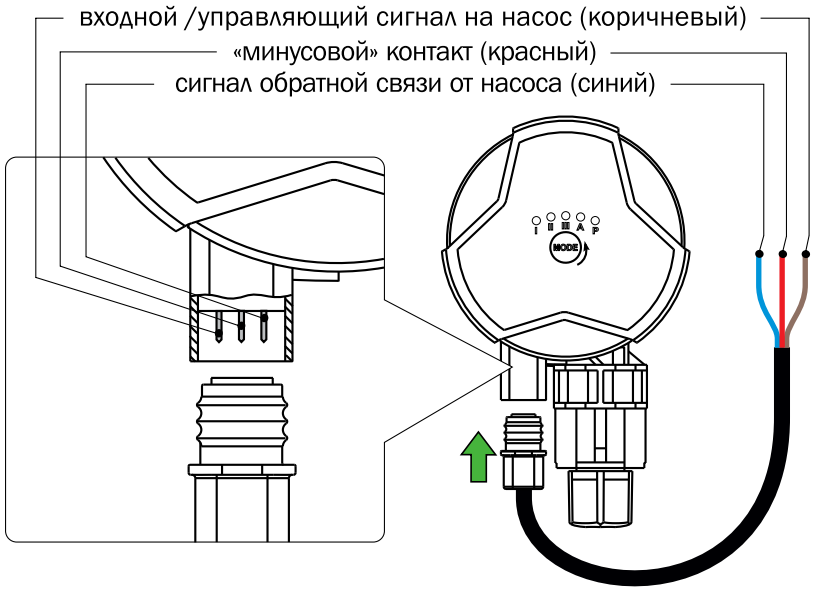

Рис.8 Схема подключения ШИМ-сигнала.
6.3.1. Для передачи ШИМ-сигнала используется входящий в комплект сигнальный кабель со штекером. Подключение штекера осуществляется к соответствующему разъему, расположенному на блоке управления (см. Рис.8).